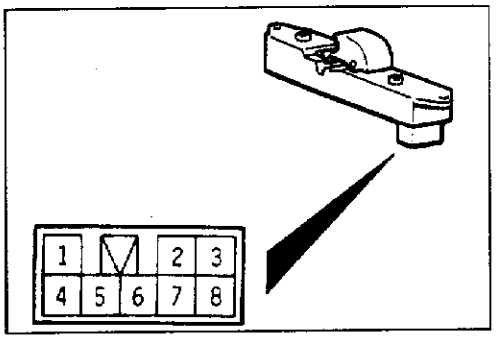

图 10－7－4
(1) LANCER 车型子开关如图 10－7－4 和表 10－7－4 所示。